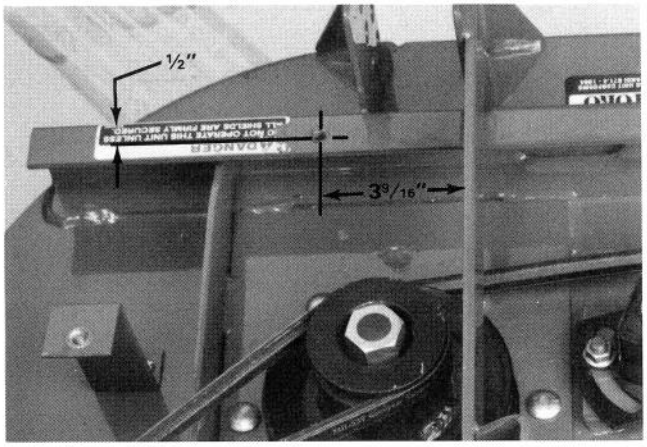

Figure 21
1. Using dimensions shown in figure 21, locate and drill a 11/32" dia. hole in rear channel.